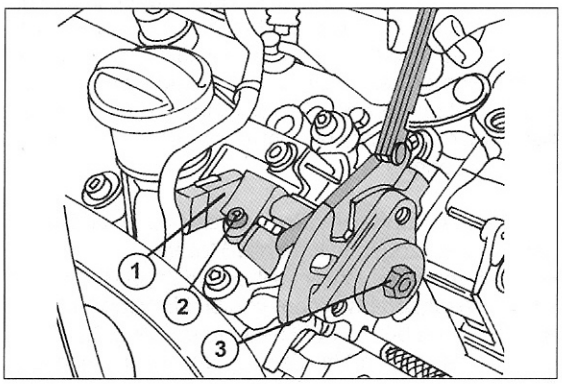

Bild 89
- Den Stellungssensor der Nockenwelle (1) unter Bezug auf Bild 89 montieren und die Schraube (2) eindrehen. Der Sensor wird zum Ende des Schlitzes bewegt.
- Das Steuerrad der Nockenwelle anbringen und die Schraube (3) in Bild 89 mit 43 Nm anziehen. Der Luftspalt für den Stellungssensor muss jetzt entsprechend Bild 89 ausgemessen werden. Der an der gezeigten Stelle gemessene Spalt muss 1,2 mm betragen. Andernfalls den Sensor verschieben und die Schraube (2) anziehen.